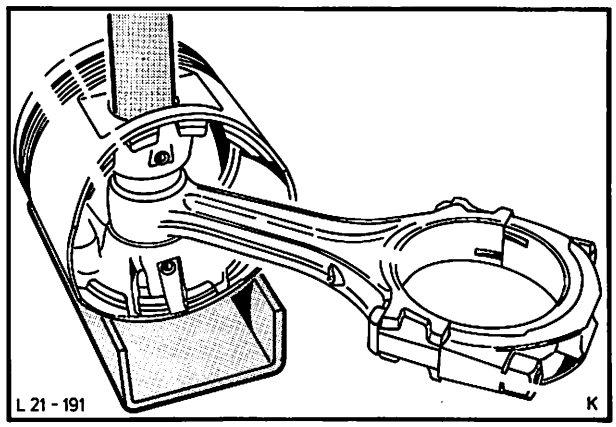

Abb. 290 Kolbenbolzen mit Dorn auspressen
1. Kolbenbolzen mit einem Dorn aus dem Kolben pressen, Abb. 290.